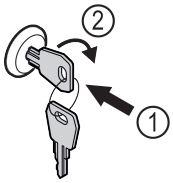

Fig. 166
▶ Introduceți cheia prin apăsare. *Fig. 166 (1)*
▶ Rotiți cheia cu 90° în sensul acelor de ceasornic. *Fig. 166 (2)*